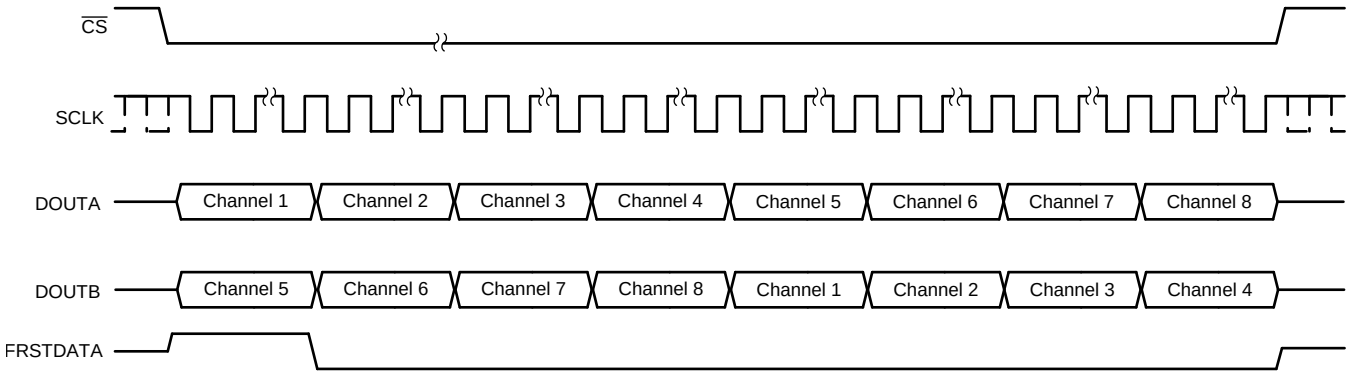

Figure 69. Data Read Back in the Serial Interface Using Either DOUTA or DOUTB Timing Diagram
- The conversion data can be read out of the device using only one of the two serial output lines, DOUTA or DOUTB. In this case, using DOUTA for output data read back is recommended because channel 1 data appear first on DOUTA followed by the data for other channels in ascending order. To read the data for all channels, provide a total of 16 × 8 = 128 SCLK cycles for the ADS8588S. This entire data frame can be created within a single $\overline{CS}$ pulse or each group of 16 SCLK cycles can be individually framed by the $\overline{CS}$ signal. The primary disadvantage of using just one data line for reading conversion data is that the throughput is reduced if a data read operation is performed after conversion. Figure 69 shows this operation.
- Alternatively, only DOUTB can be used for reading the conversion data from all channels. In this case, everything else remains the same and the output bit stream contains data for all channels in the following order: channels 5, 6, 7, 8, 1, 2, 3, and 4 for the ADS8588S. Figure 69 shows this operation.